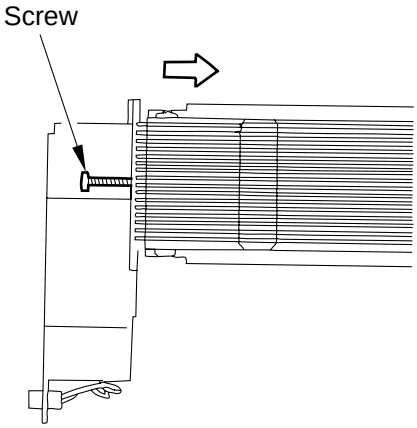

Figure 2-17
3) Loosen the mounting screw, and move it in the direction shown in Figure 2-17; then, fix it temporarily.